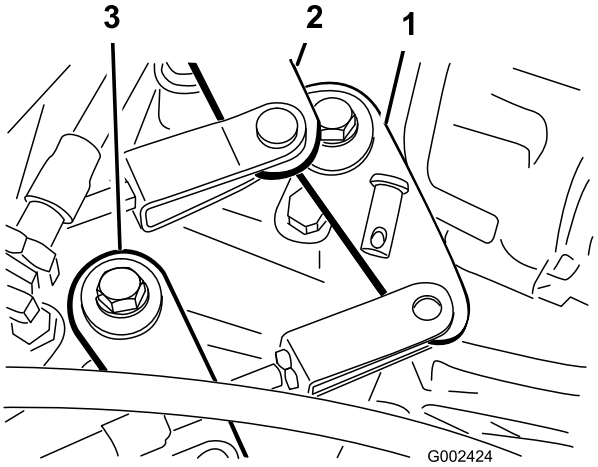

Figur 50
2. Fjern gaffelboltene, der fastgør gearkablerne til gearkassens geararme (Figur 50).